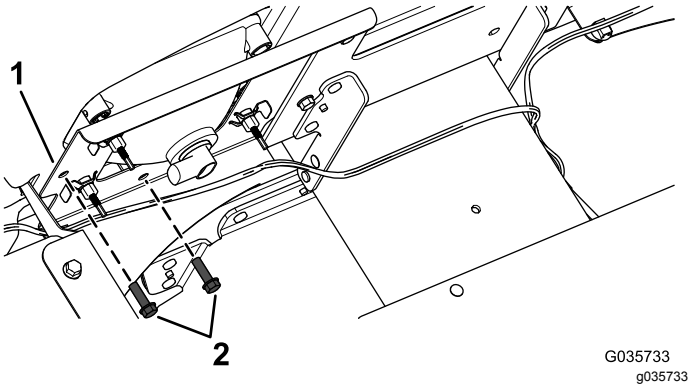

Figure 1
1. Retirez les 2 vis existantes du support de phare (Figure 1).